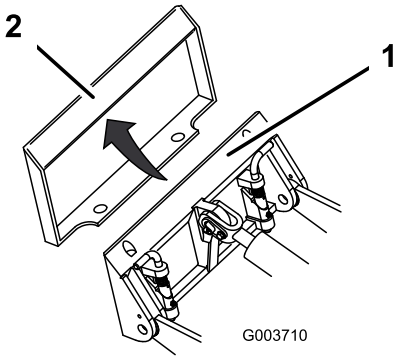

Figuur 25
4. Plaats de bevestigingsplaat in de bovenste lip van de ontvangerplaat op het werktuig (Figuur 25).